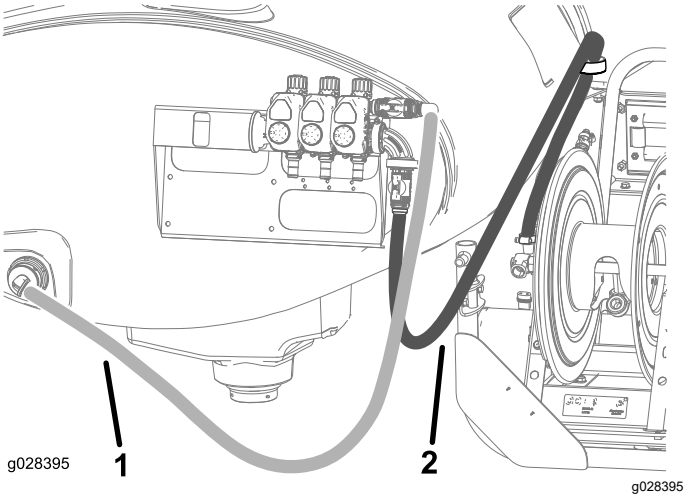

Figura 22
15. Inserire il tubo flessibile di alimentazione dell'avvolgitubo come mostrato nella Figura 22 e fissarlo all'avvolgitubo con una fascetta stringitubo.